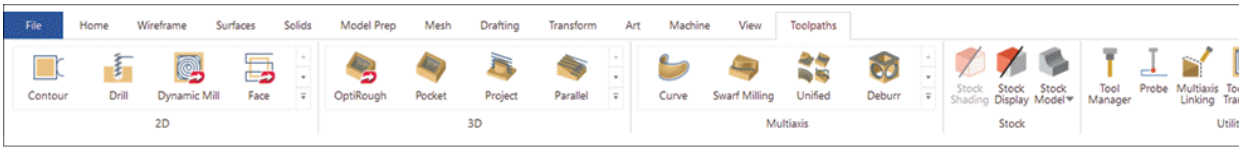

Figure-6. Toolpaths contextual tab
- Now, select the newly added machine to be used for current milling operation from the **Mill** drop-down of **Machine Type** group in the **Ribbon**. The **Toolpaths** contextual tab will be added in the **Ribbon**; refer to Figure-6.